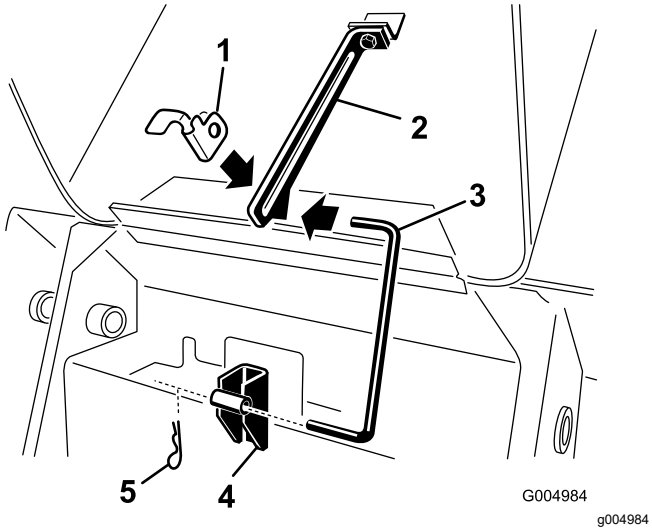

Figura 41
4. Retire el pasador de horquilla del extremo inferior de la varilla de soporte del capó y retire la varilla de los soportes de retención y de la pestaña (Figura 41).
8. Instale la varilla en los soportes de retención y la pestaña, y fíjela con el pasador de horquilla (Figura 41).